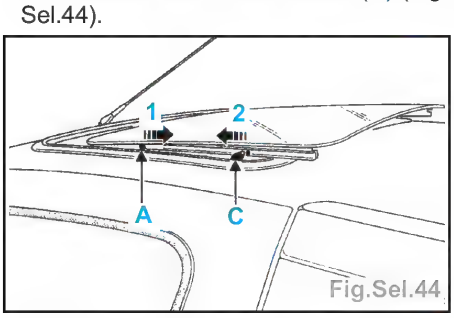

Fig.Sel.44
- Pour déposer le panneau mobile, il est nécessaire d'ouvrir celui-ci afin de pouvoir accéder aux vis de fixation (A) (Fig. Sel.44).